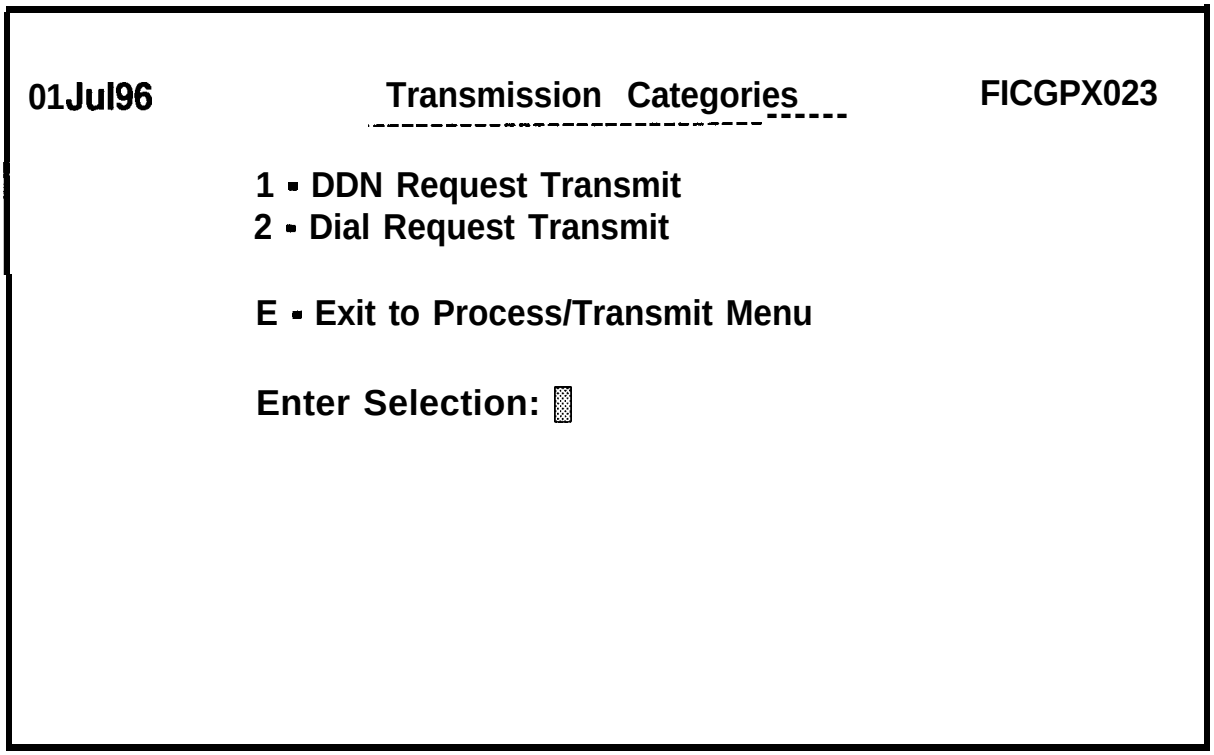

Figure 10-7. Transmission Categories Menu
h. When you have finished selecting requests for transmission, press **ESC** to accept your selections. The Transmission Categories menu will be displayed as shown in Figure 10-7.
(1) The **DDN Request Transmit** option is the preferred means of transmission if your installation has access to DDN. When DDN is used, the MTMC system will automatically download the necessary data to the TC ACCIS database when your request has been processed.
(2) The **Dial Request Transmit** option should be used only when your installation does not have access to DDN or DDN is not accessible. When the Dial Request Transmit option is used, you must manually download the necessary data from MTMC to the TC ACCIS database when your request has been processed by using the procedures in paragraph 10.3.13.1.4 (page 10-43), below.
h. The Transmission Categories menu will be displayed as shown in Figure 10-7 (page 10-41 above). You have two options for re-transmitting your request.